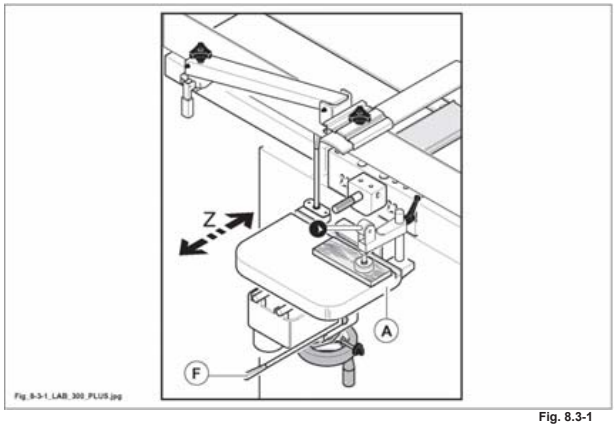

Fig. 8.3-1
Per fori non passanti occorre registrare la corsa del pianetto (A fig. 8.3-1) in profondità (asse Z):
- provare la corsa in avanti tramite la leva (F fig. 8.3-1) e registrare la battuta di profondità tramite il pomello sotto il piano (A fig. 8.3-1).